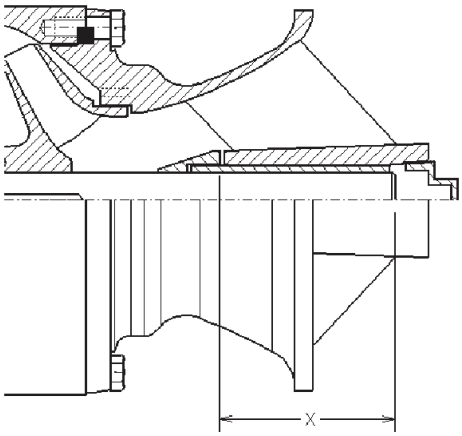

***Figure 21***
2. If the sand collar is not assembled to the shaft, install the sand collar. The sand collar is attached to the shaft with a shrink fit. The larger diameter of the counterbore of the sand collar goes toward the suction bell bearing. Heat the sand collar until it slips over the shaft and quickly position it so that the bottom of the sand collar is set according to the "X" dimension, before it cools. See Figure 21. See Table 3 for the "X" dimensions. Slide the plain end of the pump shaft into the suction bowl/bell bearing until the sand collar rests against the suction bowl/bell.